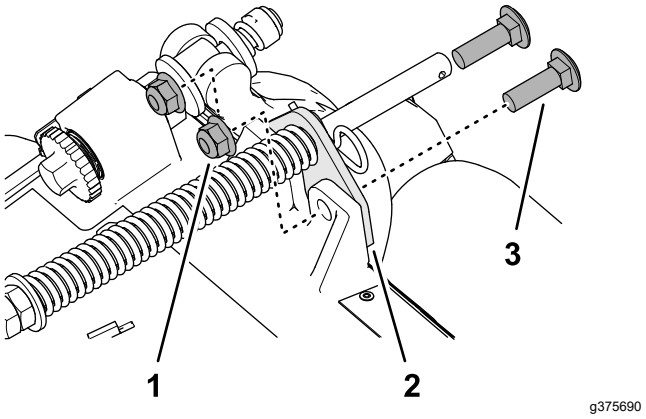

Figura 13
2. Îndepărtai cele 2 contrapiulie cu guler (⅜") i cele 2 uruburi de fixare (⅜" x 1¼") care fixează suportul de compensare pentru gazon pe cadrul unităii de tăiere (Figura 13).